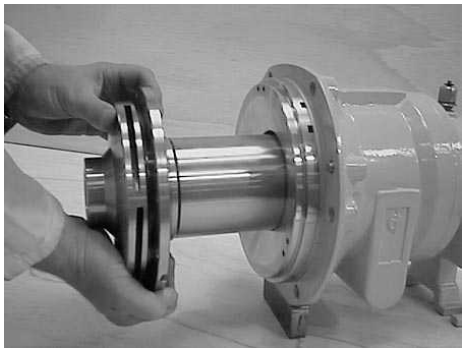

Fig. 4
5.06 Slide out the internal rotating assembly from the Shroud (20.20). Some physical effort is required to overcome the attraction of the Inner and Outer Magnet Rings (37.37 and 51.51). - **Fig. 4**